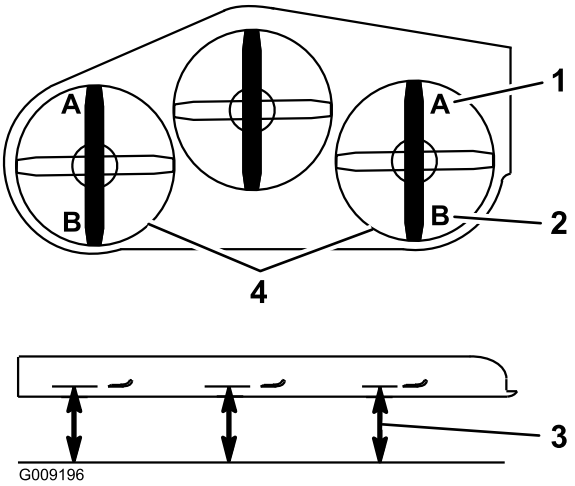

Figur 86
9. Mål fra den jevne overflaten til den fremre tippen på kniven (posisjon A) på begge sider av klippeenheten. Riktig avstand skal være 7,6 cm (Figur 86).
15. Mål fra den jevne overflaten til den bakre tippen på kniven (posisjon B) på begge sider av klippeenheten. Riktig avstand skal være 8,3 cm (Figur 86).